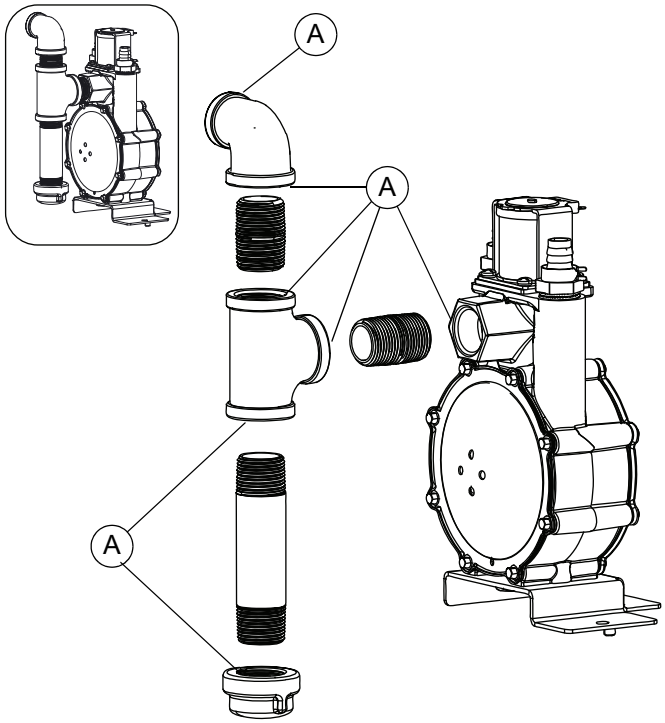

Figure 5-5. Vérification des fuites aux points de raccordement
Voir ***Figure 5-5***. Effectuez un essai d'étanchéité du circuit de carburant après l'installation du générateur. L'essai permettra d'identifier les fuites éventuelles à tous les points de raccordement (A).